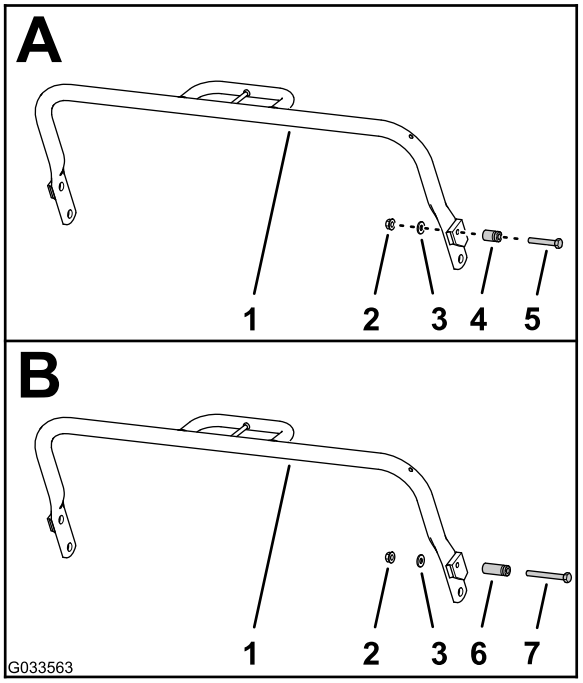

Рисунок 3
3. Выверните фланцевую гайку, снимите шайбу, имеющуюся стойку пружины (1 дюйм) и винт (5/16 x 2 дюйма) с правой стороны откидной подставки (вид A на Рисунок 3).
4. Установите на откидную подставку новую стойку пружины (1-3/4 дюйма) с помощью нового винта (5/16 x 2-3/4 дюйма), как показано на виде B на Рисунок 3.
5. С помощью фланцевой гайки и шайбы, сохраненных после выполнения пункта 3, прикрепите стойку пружины к откидной подставке (вид B на Рисунок 3).